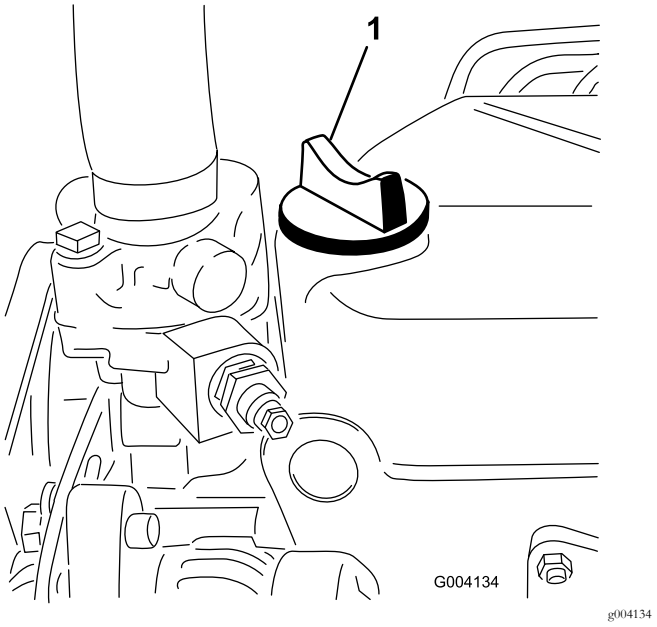

Figur 24
5. Om oljenivån inte når upp till markeringen Full på oljestickan (Figur 24) fyller du på olja tills nivån når upp till markeringen. **Fyll inte på för mycket.**